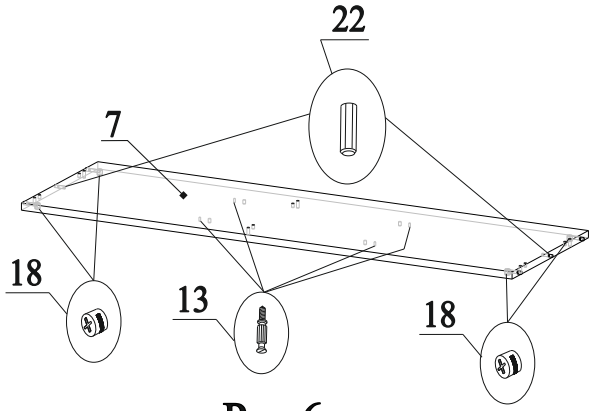

Рис.6
13. В торцы детали 7 вставить шканты 22 (рис.6);
14. В отверстия на детали 7 вставить эксцентрики 18 стрелками к торцевым отверстиям (рис.6);
15. В отверстия на детали 7 вкрутить дюбеля 13 (рис.6);